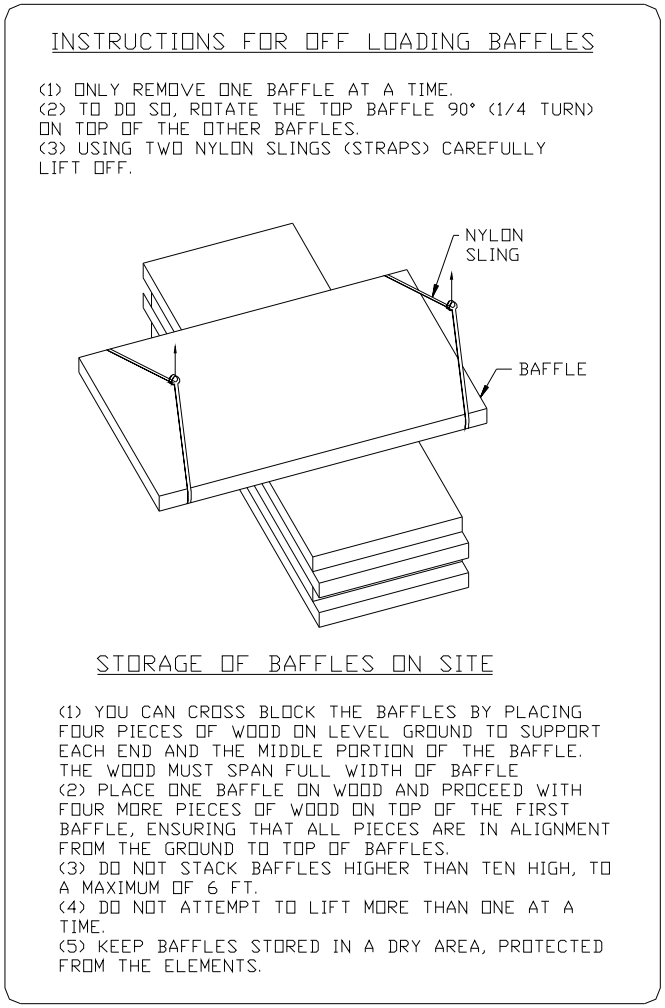

Figure 1
4.3.3.1 All baffles, shipped loose for field installation shall have adhesive stickers, see figure 1, affixed to each baffle. A letter size copy of this sticker will also be attached to the bills of lading.